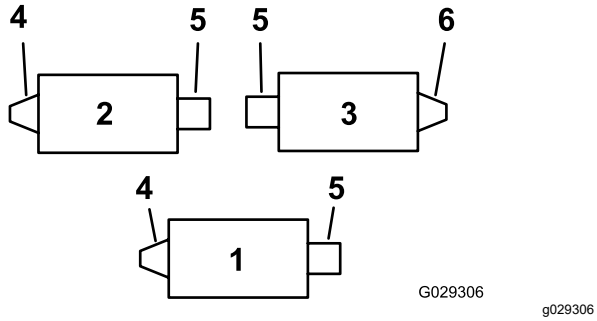
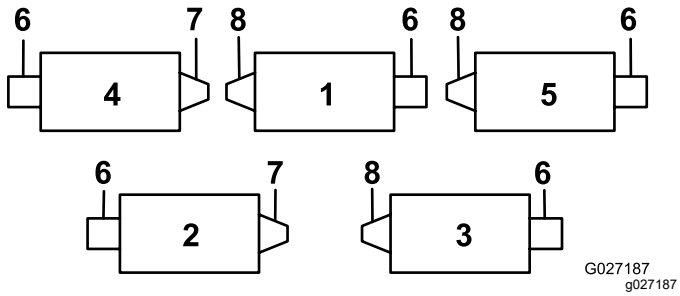
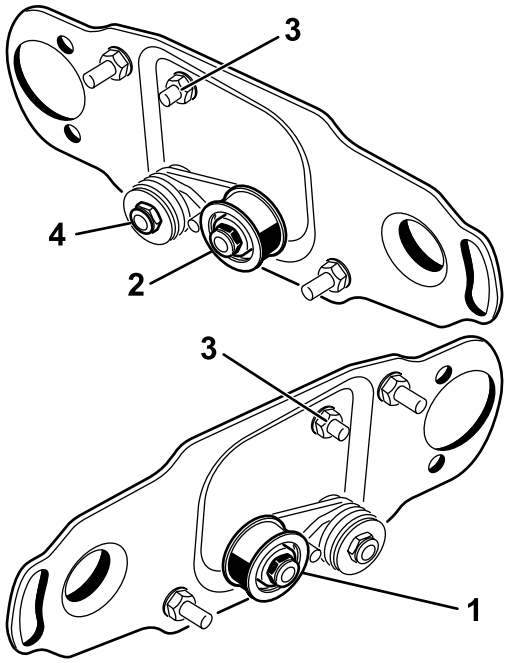

図 1
図 2
図 3
リールマスター3100-Dでは 図 1 を、リールマスター7000-Dでは 図 2 を見て、後ローラブラシとリールモータの位置を確認してください。
注 右側駆動カッティングユニットは、リールマスター3100 では 3 番のカッティングユニット図 1、7000 では 2 番と 4 番のユニットです図 2。
右側駆動カッティングユニット図 1 と 図 2では、カッティングユニットの **右側** にアイドラプーリがくるよう、以下の手順で取り付け位置を変更してください図 3
1. カッティングユニットの左側からアイドラプーリ・アセンブリを取り外し、カッティングユニット右側にあるブラシプレートについている低い方の穴に取り付ける図 3。
2. キャリッジボルトとナットを外し、以前にアイドラプーリ・アセンブリが取り付けてあった上穴にこれらを移動させる図 3。